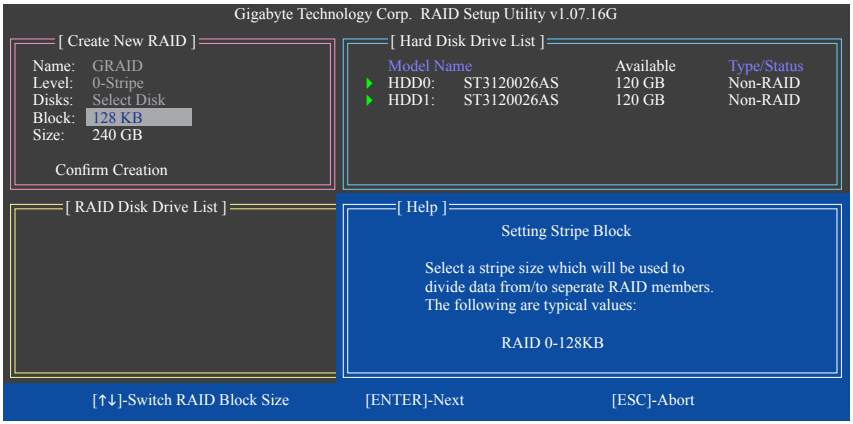

図 6
4. **ブロックサイズを選択 (RAID 0 のみ): Block** 項目の下で、上または下矢印キーを使用してストライプブロックサイズを 4 KB～128 KB の範囲で選択します (図 6)。<Enter> を押します。